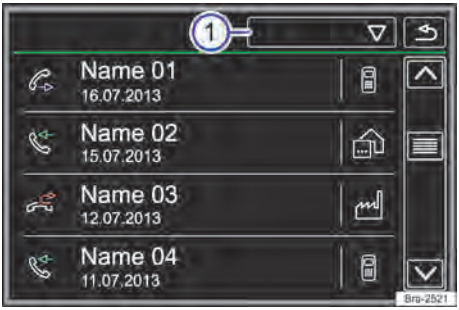

Fig. 136 Menú Llamadas (listas de llamadas).
Tocar el botón de función → fig. 136 ①.